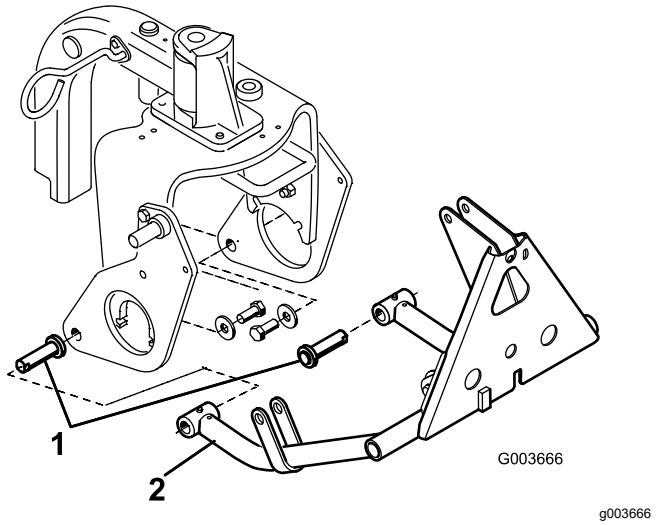

Figur 14
3. Sæt en cylindertap i hvert trykarmsrør som vist i Figur 14.
4. Sæt trykarmsrørene på højre og venstre plovplade, idet cylinderens pindstyr rettes ind, så de flugter med hullerne i plovpladerne (Figur 14).
5. Monter en cylindertap på hver plovplade med en bolt (⅝" x 1½") og en spændeskive (1,68", udvendig diameter x 0,65", indvendig diameter) som vist i Figur 14.